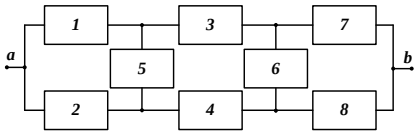

Рис. 8
19. Определить вероятность безотказной работы системы $P_C(t)$, структурная схема которой представлена на рис. 8, с помощью метода минимальных путей и сечений. Элементы системы будем считать равнонадежными, т.е. $p_1=p_2=.....=p_8=0,9$.
20. Определить вероятность безотказной работы системы $P_C(t)$, структурная схема которой представлена на рис. 8, с помощью логико-вероятностного метода. Элементы системы будем считать равнонадежными, т.е. $p_1=p_2=.....=p_8=0,9$.